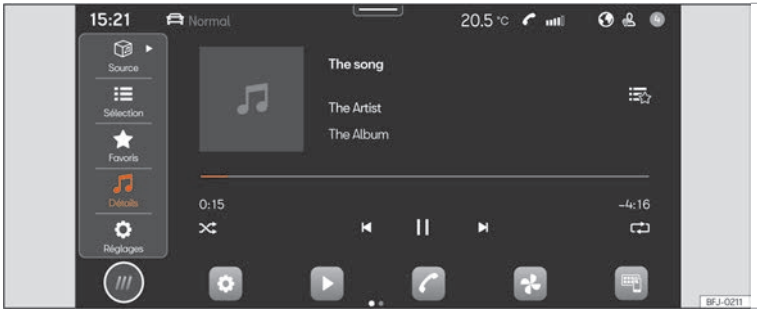

Fig. 155 Représentation schématique : Vue Multimédia
- Appuyez sur **HOME** > ▶ ››› fig. 155.